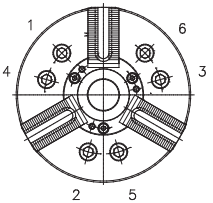

Fig. 15
4. Mount the chuck onto the spindle (adapter plate). Having verified the accuracy of the backplate base surfaces mounted at the front end of the spindle, mount the chuck on the backplate and clamp with the mounting bolts. The chuck mounting bolts must be tightened in the order of 1, 2, 3, 4, 5 and 6 as indicated in Fig. 15. (irregular tightening may cause runout). Torque values for mounting bolts are given in Tab. 6.